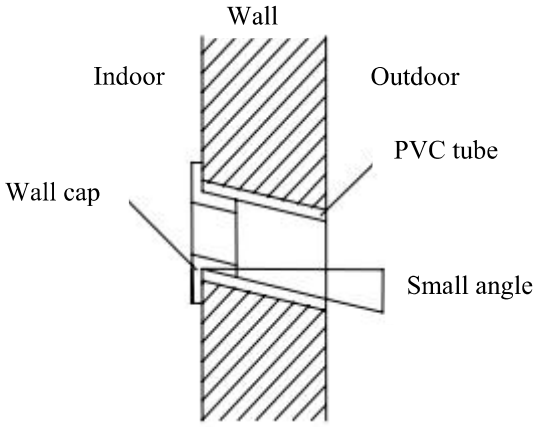

Fig 5
- Drill holes as Fig. 5 shows. The hole, 80mm in diameter, should slightly slide down outwards..
- Cut PVC tubes at a slight angle in the length shorter than wall thickness and inset it into the hole.(Fig.5)